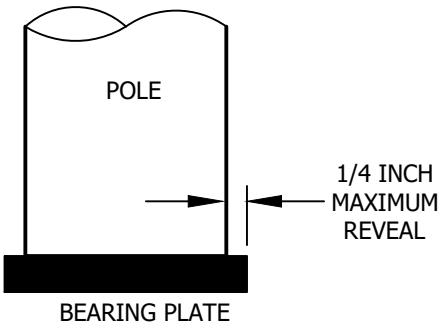

FIGURE 6
f. THE BEARING PLATE SHALL BE THE SAME GRADE OF STEEL AS THE POLE AND SHALL BE WELDED TO THE BASE OF THE POLE WITH A CONTINUOUS, FULL CIRCUMFERENCE WELD. THE BEARING PLATE MAY NOT OVERHANG THE POLE BY MORE THAN 1/4-INCH ON ANY SIDE OR TANGENT ANGLE. (SEE FIGURE 6)